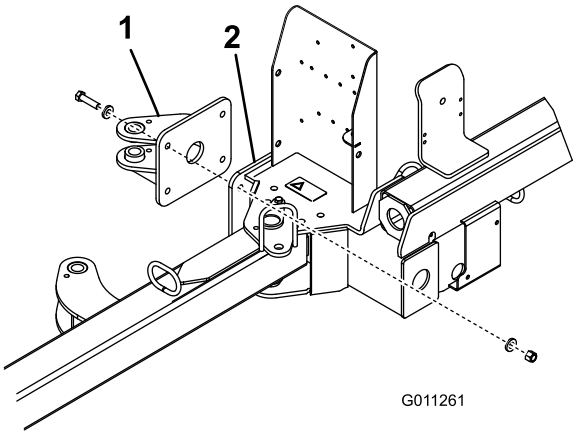

Figur 5
1. Monter den bageste aktuatortap på fejemaskinens stel med 4 bolte (1/2 x 2 tommer), 8 (0,531 x 0,063) flade spændeskiver og 4 låsemøtrikker (1/2 tomme). Placer komponenterne som vist i Figur 5.